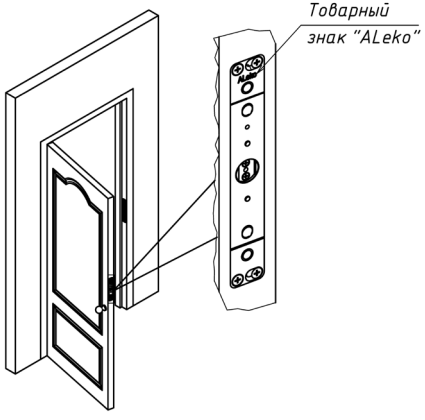
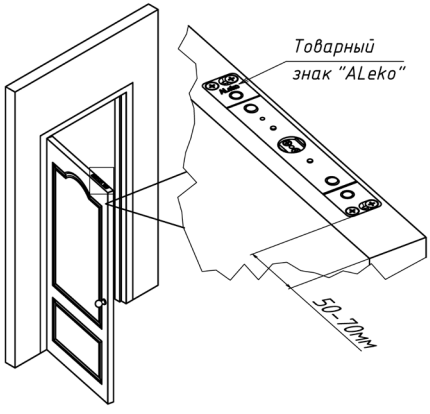

Рисунок 2 – Установка замка в вертикальном варианте
Рисунок 3 – Установка замка в горизонтальном варианте
6.1 Корпусная часть замка ALM-700S монтируется в дверную коробку, якорная часть - в дверное полотно. Замок в вертикальном варианте установки монтируется в среднюю часть двери (рисунок 2), замок горизонтального варианта устанавливается в верхней части двери (рисунок 3).
6.2 Якорная часть при вертикальной установке замка должна быть сориентирована в гнезде по установочной метке в виде товарного знака «700S» направлением вверх (рисунок 2). Для горизонтального варианта установки знак «700S» на якорной части должен ориентироваться в сторону оси поворота двери (рисунок 3).
6.3 Замок поставляется в комплектации для установки в горизонтальном варианте в верхней части двери (рисунок 3).